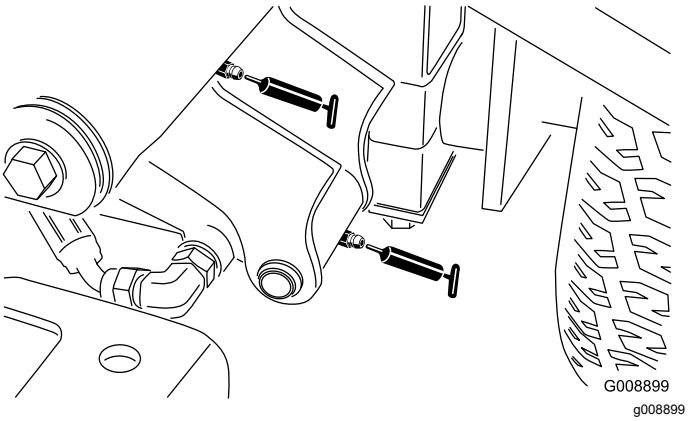

Rysunek 50
- Oś i siłownik przedniego lewego ramienia podnoszącego (2) (Rysunek 50)